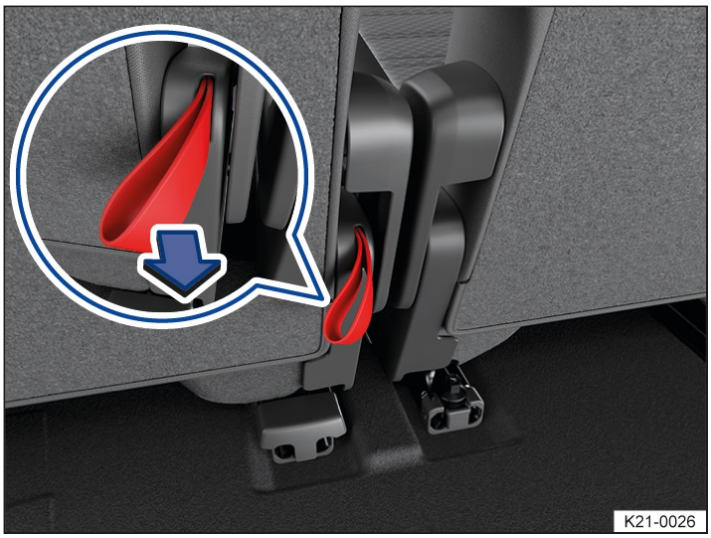

Fig. 2 Second row seats: loop for third row seat emergency exit function.
1. Pull the loop → *fig. 2* back and fold the rear seat backrest forward.